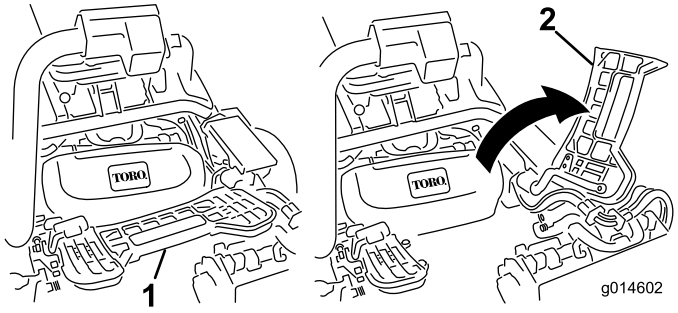

Figur 32
1. Hæv fodstøtten og vip den åben, så du får adgang til den midterste klippeenheds position (Figur 32).